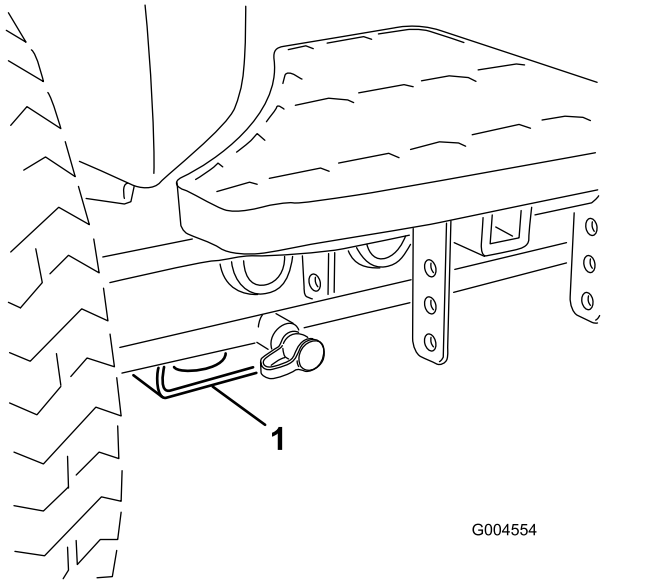

Figur 26
- **Maskinens forende** – den rektangulære plade, under akselrøret, indvendigt i forhold til hvert fordæk (Figur 26).